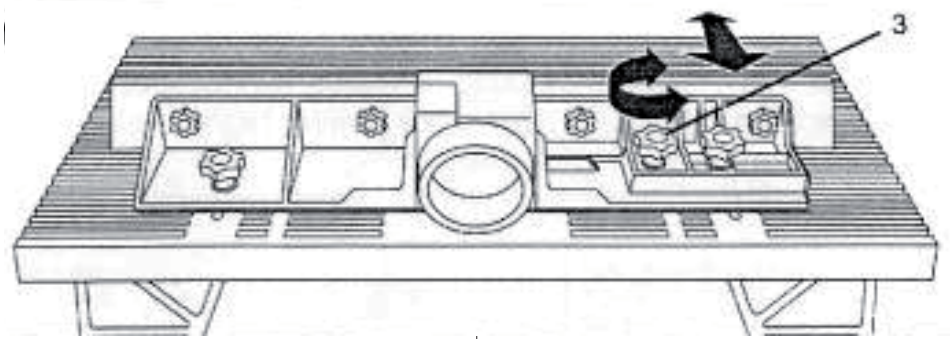

Рис.22
- Послабте гайки (3), які регулюють напрямляючу вперед і назад. Встановіть панель, щоб заготовка не падала із столу після обробки (рис. 22).